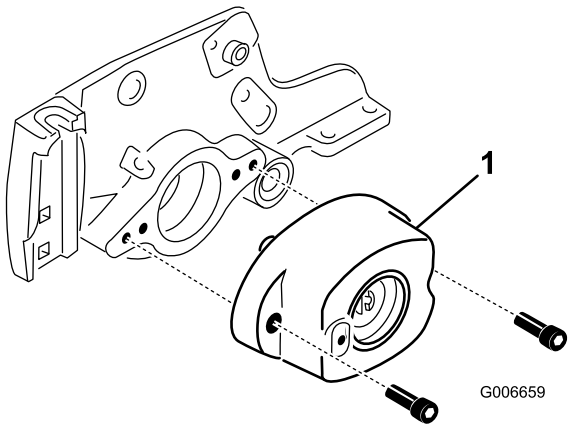

Figure 18
10. Retirez les (2) vis fixant le logement de roulement à la plaque latérale du plateau de coupe (Figure 18).
11. Retirez le logement de roulement de la plaque latérale (Figure 18).